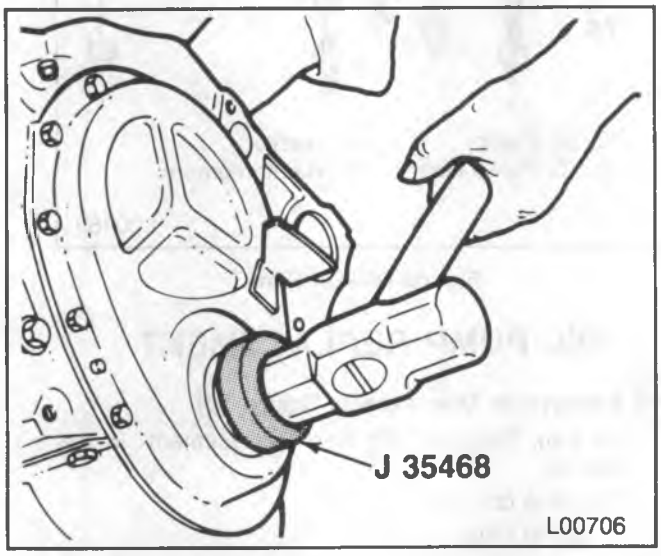

Figure 16—Installing the Front Crankshaft Oil Seal
Install or Connect (Figures 16 and 17)
2. Front crankshaft seal. Use J 35468 (figure 16). The open end of the seal faces inside the engine. Coat the seal lips with the engine oil.
Install or Connect (Figure 16)
1. Front crankshaft seal. Use J 35468 (figure 16). The open end of the seal faces inside the engine. Coat the seal lips with engine oil.